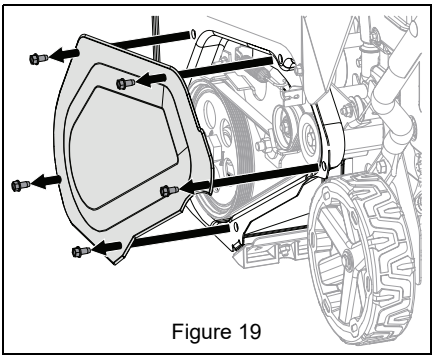

Figure 19
2. Remove five tapping screws from belt cover and remove belt cover. Retain all parts. See Figure 19.